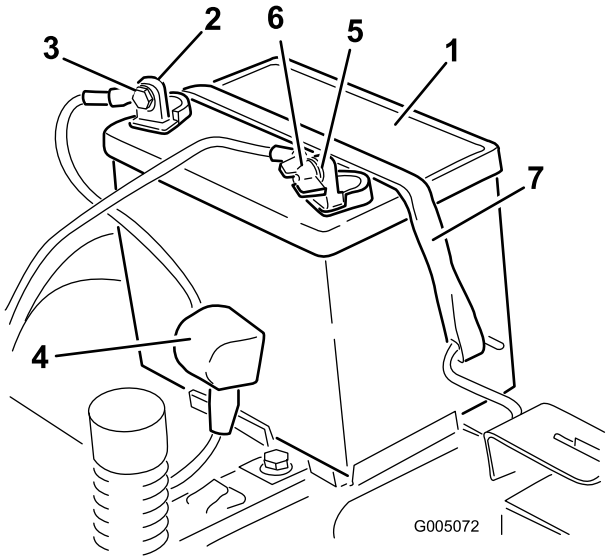

Figuur 39
4. Maak de minkabel (zwart) los van de accupool (Figuur 39). Bewaar alle bevestigingen.
5. Maak de minkabel (zwart) los van de accupool. Schuif het rubberen kapje van de pluskabel (rood) terug over de kabel. Maak de pluskabel (rood) los van de accupool (Figuur 39). Bewaar alle bevestigingen.
6. Verwijder de bevestigingsband van de accu (Figuur 39) en til de accu uit de accubak.
1. Plaats de accu in de bak (Figuur 39).
5. Zet de accu vast met de bevestigingsband (Figuur 39).